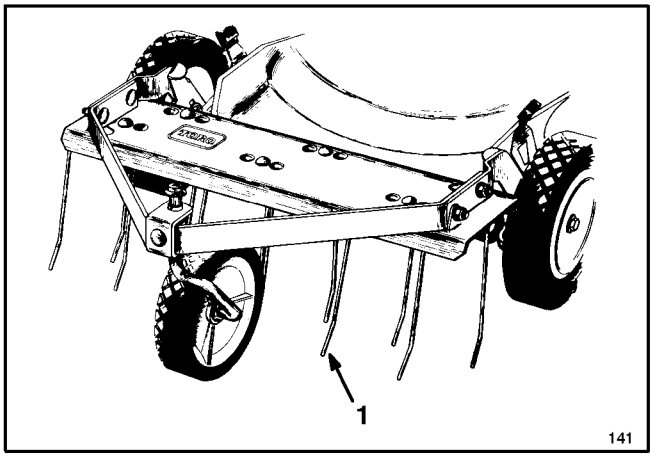

Abbildung 30
1. Zinkenvorsatz-Kit, Modell Nr. 59131—In Minuten montierbar. Vorne befestigt zwecks einfacher Manövrierbarkeit. Zinken lockern Materialanhäufungen. Für einfaches Absaugen in den Grasfangsack (Abb. 30) und praktische Entleerung.